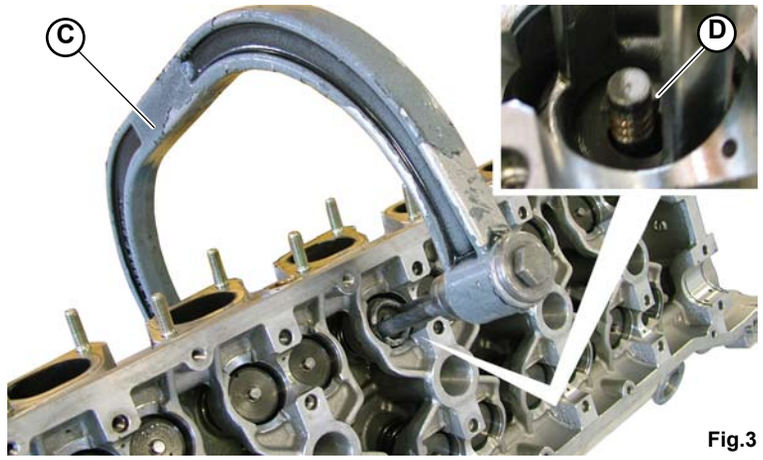
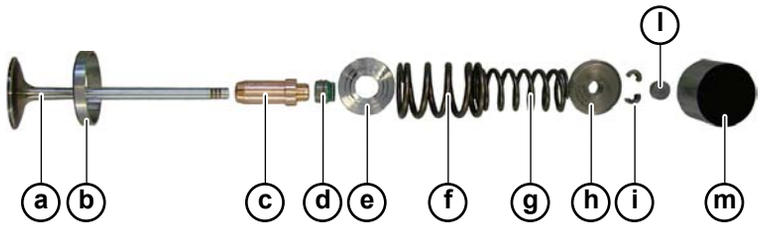

Fig.3
Fig.4
3. Using the special tool **(C-Fig.3)**, press the spacer ring to extract the 2 cotters **(D-Fig.3)**.
4. Remove the cotters **(D-Fig.3)**, then the tool, followed by the entire valve unit **(Fig.4)**: